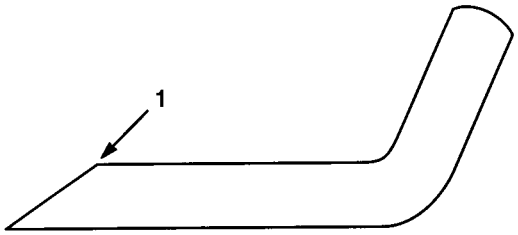

Afbeelding 17
3. Controleer de snijranden van alle messen. Scherp de snijranden als deze bot of beschadigd zijn. Scherp uitsluitend de bovenkant van de snijrand en houd de originele snijhoek aan om een goede scherpte te ktijgen (Afb. 17). Het mes zal in balans blijven als dezelfde hoeveelheid metaal van beide snijranden verwijderd is.